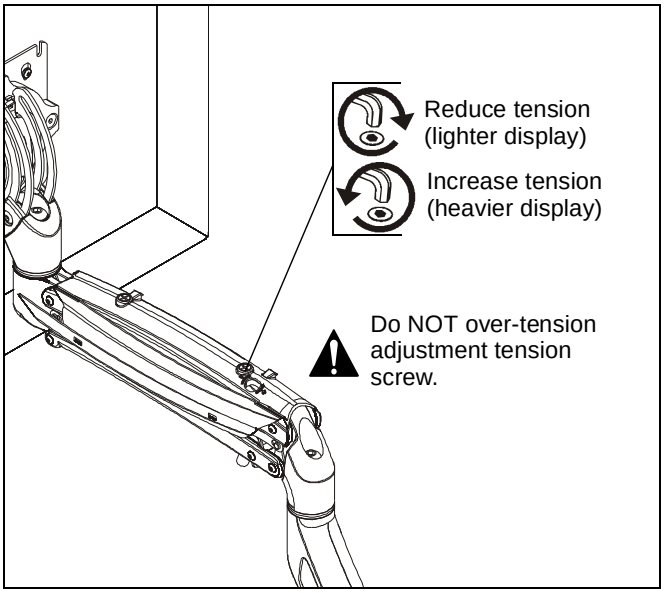

Figure 18
1. Tension may be adjusted with tension adjustment screw inside cable management cover and 1/8” hex key (L). (See Figure 18)